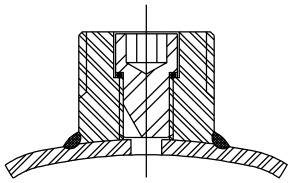
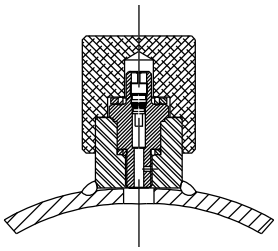
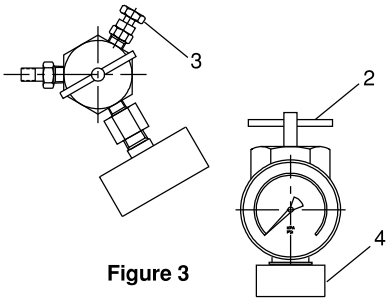

Figure 5
Figure 6
Figure 3
Make sure nitrogen supply is shut off. Attach hose to nitrogen bottle. If accumulator has a gas valve as shown in Figure 5 follow steps A through K If accumulator has a gas valve as shown in Figure 6, skip steps A through J and follow steps AA through JJ. Before starting, lubricate the shell and bladder by placing a small amount of system fluid in the oil port and rotate the accumulator a few times.
Accumulator having gas valve as per Figure 5.
For diaphragm units having a gas valve configured like Figure 5
(B) Refer to Figure 3. Turn the charging device “T” handle (2) all the way in (clockwise) attach charging and gauging head assembly by screwing mounting nut (4) to the gas end of the Diaphragm accumulator.
For accumulators having gas valve as shown in Figure 5, attach gauging assembly as shown in Figure 3 following Steps A through D. Then, open bleed valve (3) until all gas pre-charge is relieved from accumulator. Then remove gauging assembly. The accumulator is now safe to remove from the system.